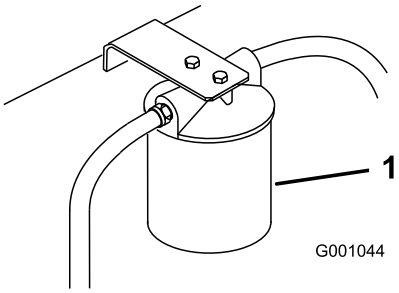

Figur 70
4. Sätt ett tömningstråg under filtret, ta bort det gamla filtret och torka ren filteradapterpackningens yta (Figur 70).